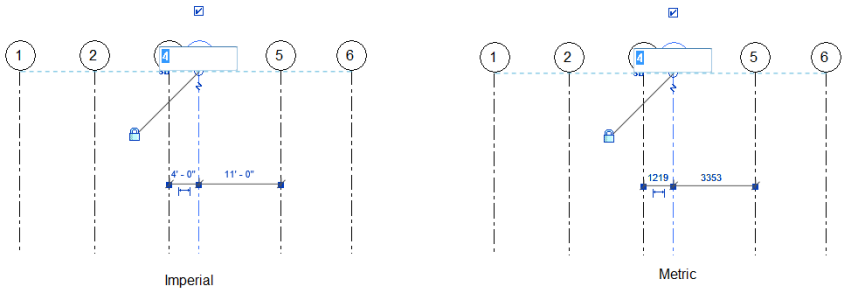

Figure 3-49 *Renaming the grid line using the edit box*
10. Select the vertical grid line marked **4**. Now, place the cursor over the text in the grid bubble of the selected grid line and click; an edit box is displayed, as shown in Figure 3-49.